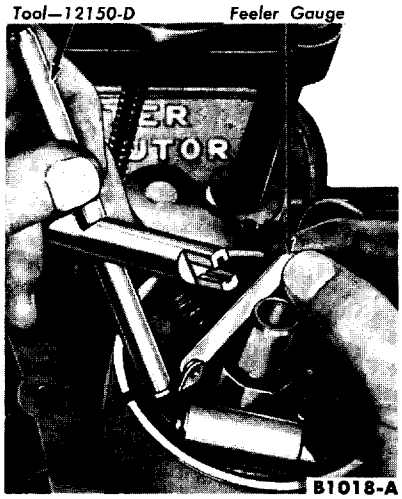

FIG. 11—Adjusting New Breaker Point Gap
2. Insert the correct blade of a clean feeler gauge between the breaker points (Fig. 11). The gap should be set to the larger opening 0.016 inch because the rubbing block will wear down slightly while seating to the cam.